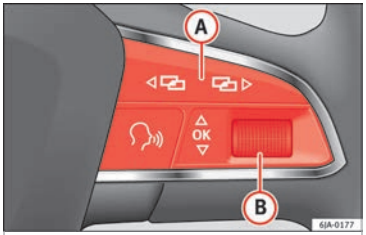

Fig. 30 Multifunction steering wheel: controls on the steering wheel.
– The **Main menu** is enabled by pressing buttons (A) ››› Fig. 30 on the multifunction steering wheel.
– The menu options can be selected using thumbwheel (B) on the multifunction steering wheel. Briefly press thumbwheel (B) on the multifunction steering wheel to display the selected information.